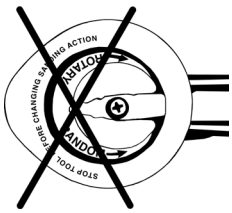

Figure 1
- **NE PAS faire fonctionner l'outil avec le sélecteur positionné entre la position « Random » (orbitale) à la position « Rotary » (rotative) (voir Figure 1).**